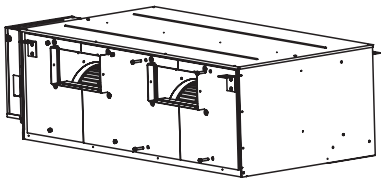

Рисунок 10.10
4) После этого один работник поддерживает узел снизу, а второй заворачивает винты M8, чтобы закрепить узел на передней панели. (Рисунок 10.10)